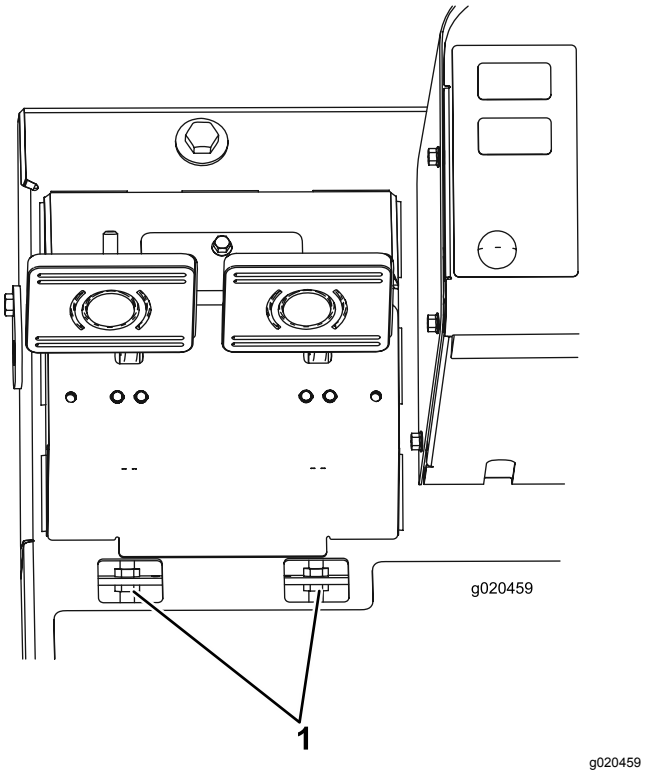

Figur 94
B. Løsne den fremre mutteren på gjengeenden på bremsekabelen (Figur 94).